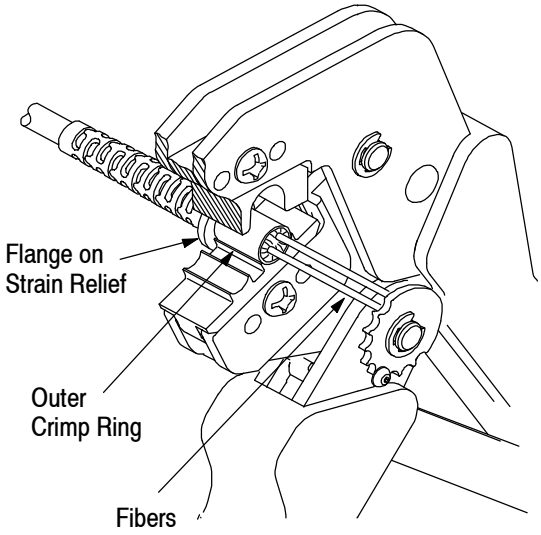

Figure 3
4. CRIMPING PROCEDURE (Figure 3)
2. Place the strain relief assembly (with the outer crimp ring in place) in the appropriate crimping chamber so that the flange of the strain relief rests against the sides of the die. See Figure 3.